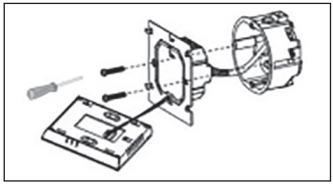

Рисунок 4
6.3.2. С помощью двух винтов прикрепите монтажную пластину к монтажной коробке *(рисунок 4)*.